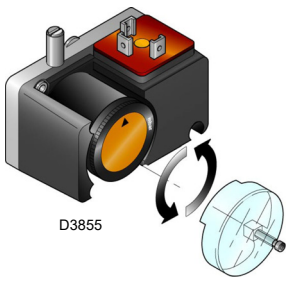

Fig. 32
- ➤ Régler le pressostat gaz seuil minimum (Fig. 32 à la p. 28) en début d'échelle.
Effectuer le réglage du pressostat gaz seuil minimum après avoir effectué tous les autres réglages du brûleur avec le pressostat réglé en début d'échelle (Fig. 32).